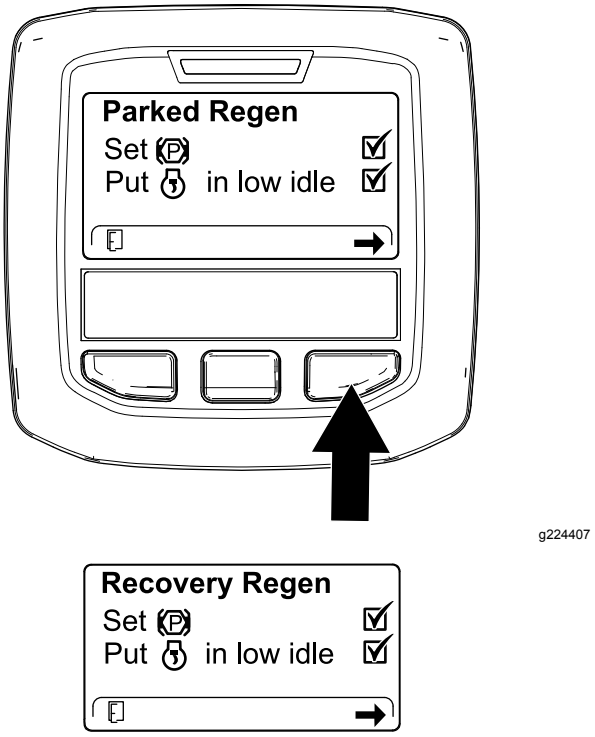

**Figur 58**
3. Kontrollera att parkeringsbromsen är inkopplad och att motorvarvtalet är inställt på låg tomgång via skärmen för kontrollistan för dieselpartikelfiltret (Figur 58).